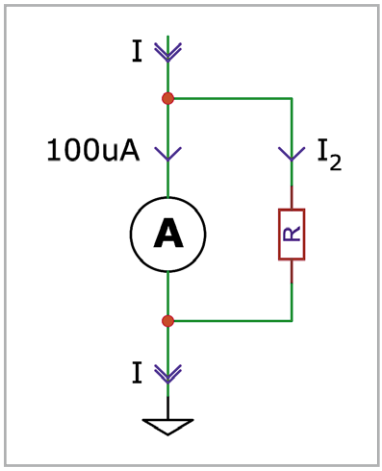

Bild 11: Shunt (Parallelwiderstand) für Amperemeter
Die Berechnung ist dabei sehr einfach. Der maximale Strom durch das Messgerät bei vollem Zeigerausschlag beträgt 100 µA, sodass jeder zusätzliche Strom durch den parallelen Shunt-Widerstand fließen muss, siehe Bild 11. Der hineinfließende Strom (I) ist der gleiche wie der aus der Parallelschaltung herausfließende Strom, sodass in jedem gewählten Bereich jeder über 100 uA hinausgehende Strom durch R fließen muss. Der Spannungsabfall über dieser Kombination beträgt bekannterweiße 0,216 V. Hiermit erhalten wir mithilfe des ohmschen Gesetzes die erforderlichen Werte: